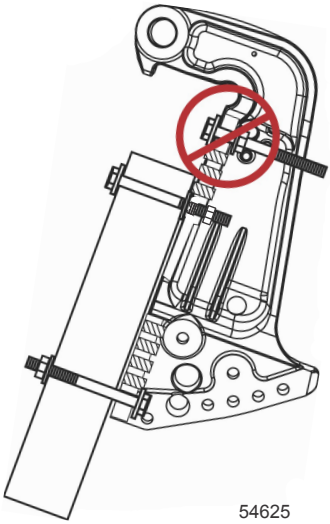

Abbildung 2
1. Keine ungestützten Zubehörteile am Spiegelhalter befestigen. Siehe Abbildung 2.